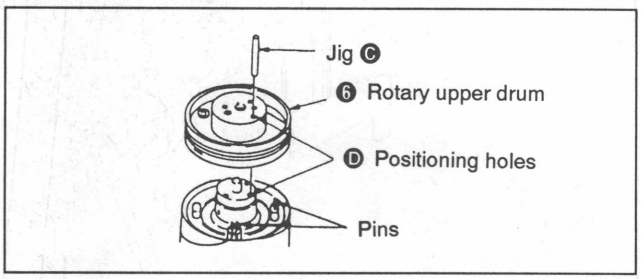

Fig. 7-48.
2) Lightly push in the rotary upper drum while using the jig Ⓒ (Ref. No. J-11)to line up the rotary upper drum ❻ and positioning holes Ⓓ. Confirm that the pins are above the board hole of the rotary upper drum at this time. Use tweezers, etc. for correction if the pins catch. (See Fig. 7-48.)